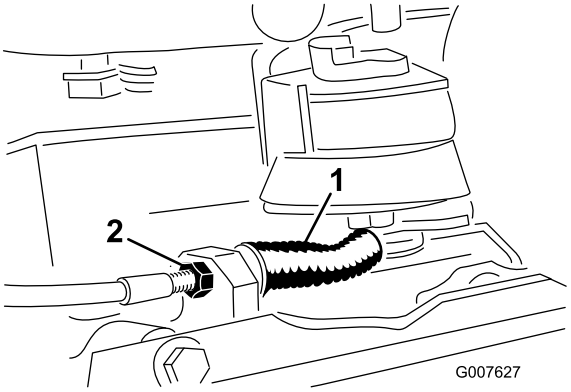

Figur 34
- Minska kabelns spänning genom att lossa kabelns främre kontramutter och dra åt den bakre kontramuttern (Figur 34). Upprepa steg 1 och 2 och justera på nytt vid behov.
- Öka kabelns spänning genom att dra åt kabelns främre kontramutter och lossa den bakre kontramuttern (Figur 34). Upprepa steg 1 och 2 och justera på nytt vid behov.